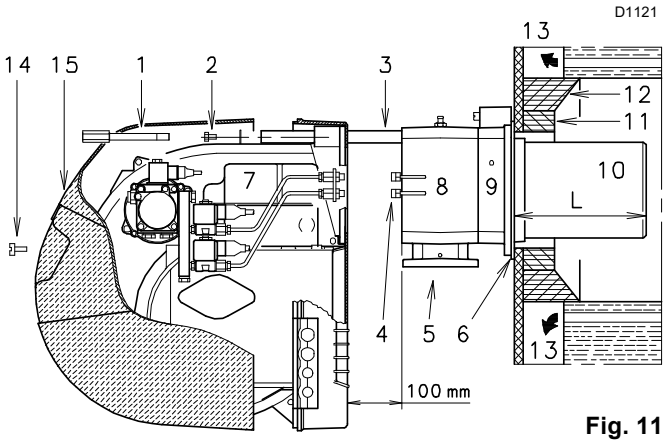
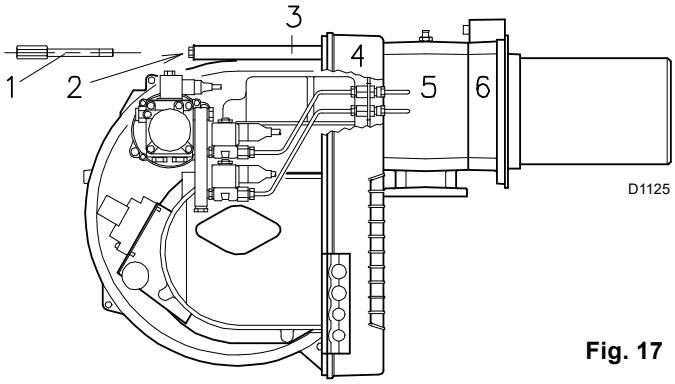

Fig. 11
Fig. 17
Pour les chaudières avec la partie avant refroidie avec de l'eau, le revêtement réfractaire 11)-12)(Fig. 11) n'est pas nécessaire, sauf demande expresse du fabricant de la chaudière.
- ➤ Séparer la tête de combustion du reste du brûleur, (Fig. 11) :
Une fois cette éventuelle opération effectuée, fixer la bride 9)(Fig. 11 à la page 18) à la plaque de la chaudière en intercalant le joint isolant 6)(Fig. 11 à la page 18) fourni. Utiliser les 4 vis fournies de série après en avoir protégé le filetage avec des produits anti-grippage. L'étanchéité brûleur-chaudière doit être hermétique.
- ➤ Remonter le brûleur 4)(Fig. 17) sur les glissières 3) à environ 100 mm du manchon 5) - brûleur sur la position illustrée (Fig. 11 à la page 18) ;
- ➤ Insérer les câbles des électrodes et faire donc coulisser le brûleur jusqu'au manchon, brûleur dans la position illustrée sur la Fig. 17.
- ➤ Replacer les vis 2)(Fig. 17) sur les glissières 3).
- ➤ Fixer le brûleur au manchon avec la vis 1) puis remettre la goupille sur une des deux glissières 3)(Fig. 17).
- ➤ Rebrancher les tubes de fioul en vissant les deux raccords 4)(Fig. 11 à la page 18).